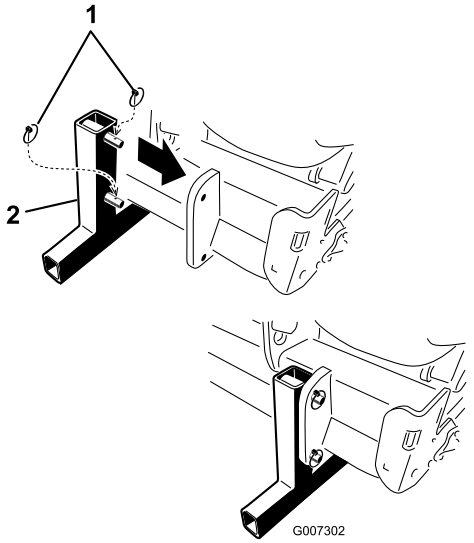

Figur 39
5. Monter lagringspilarene og fest de til luftemaskinen med ringstiftene (Figur 39).